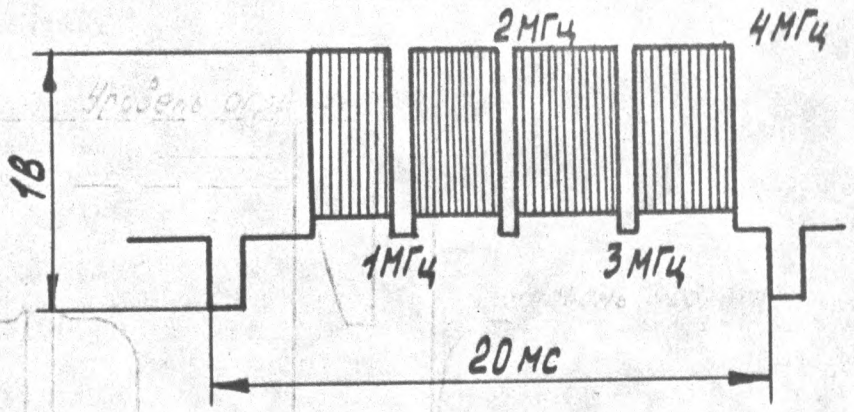

РИС.7.16
7.3.9.2. УСТАНОВИТЕ СИГНАЛ "КЧ" ГЕНЕРАТОРА Г6-8 ,КАК ПОКАЗАНО НА РИС.7.16,И ПОДАЙТЕ ЕГО НА *ВХ.ВИДЕО* ВМ.